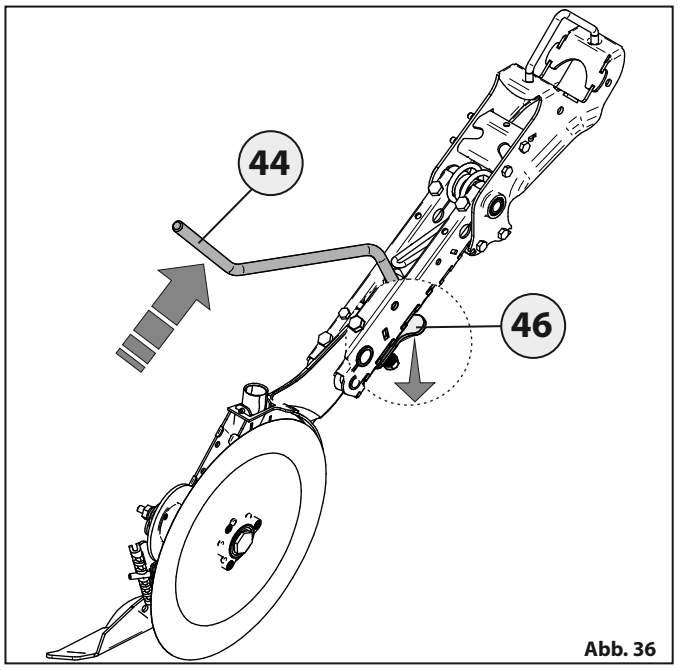

Abb. 36
- Den Haken **46** nach unten und gleichzeitig den Hebel **44** nach oben schieben, um die Nutmutter **45** vom Haken **46** freizugeben „Abb. 36".